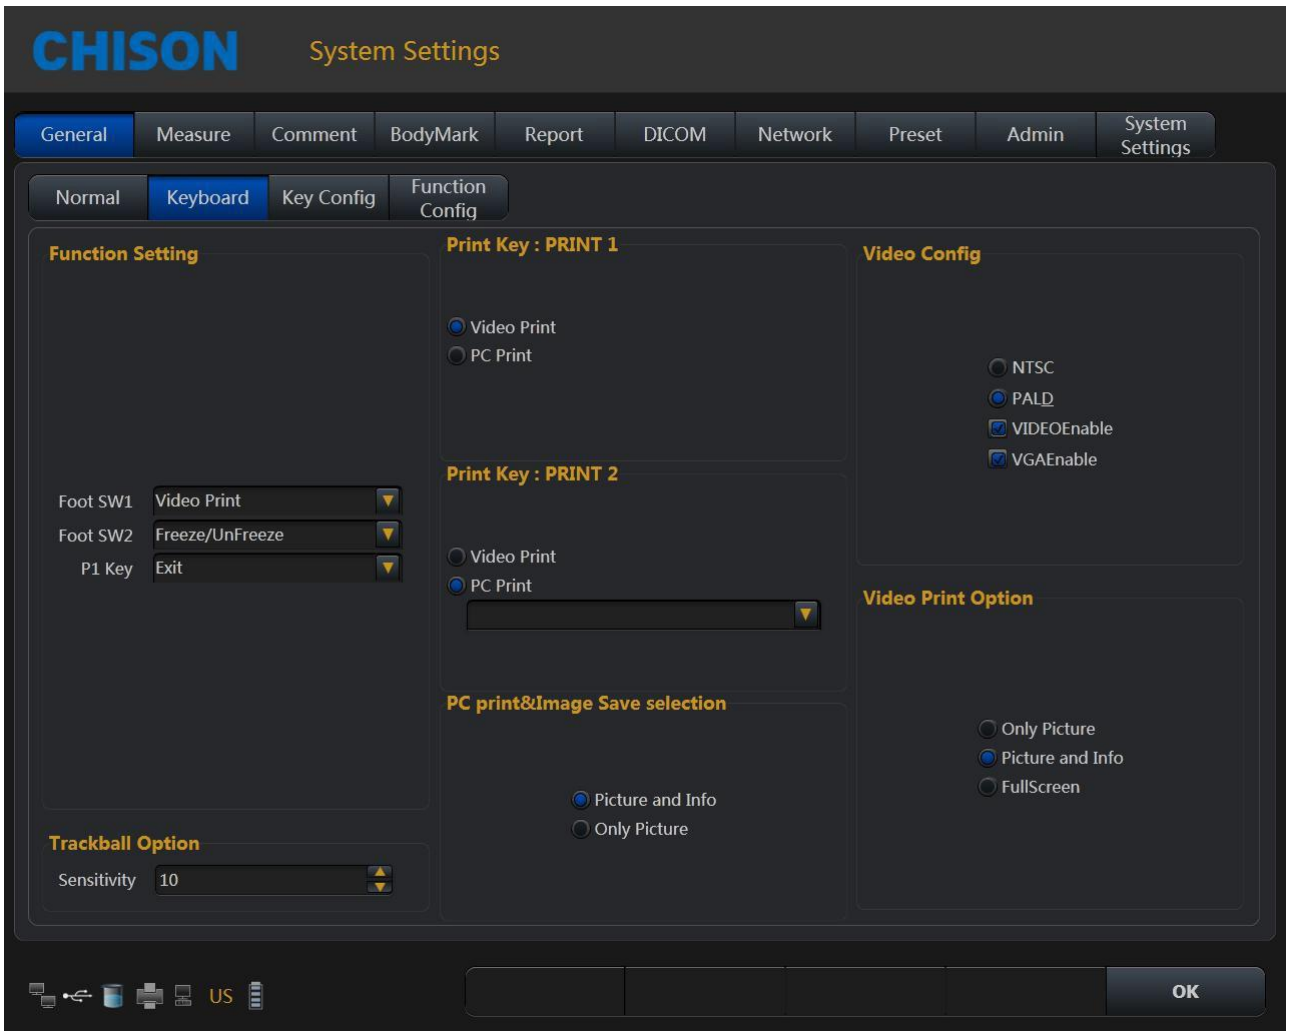

Fig.3-4
1) Press the key to enter "System Settings" interface, select "General"，click“Keyboard”. See picture in Fig.3-4.